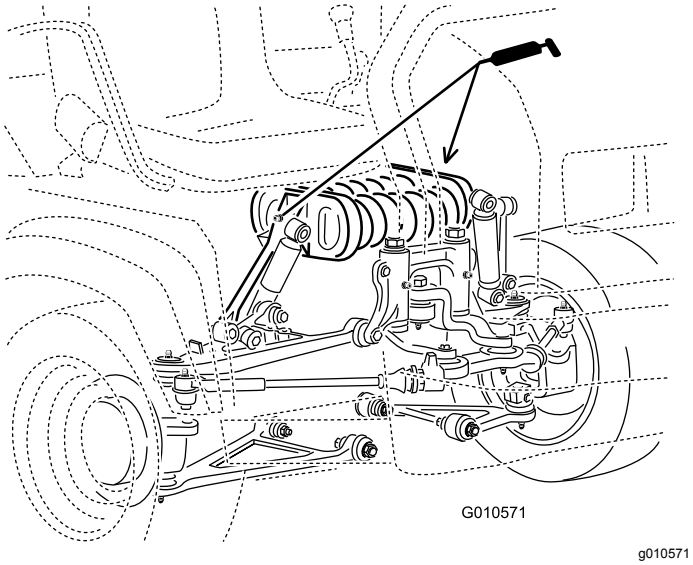

Figur 37
- **Fjederstamme (2)**, se Figur 37